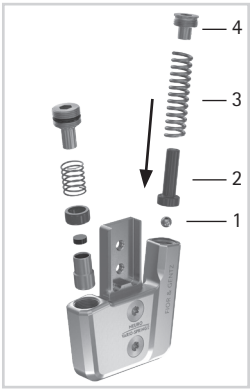

Afb. 16
1 Steek de kogel (1) in de bout (2; afb. 16).